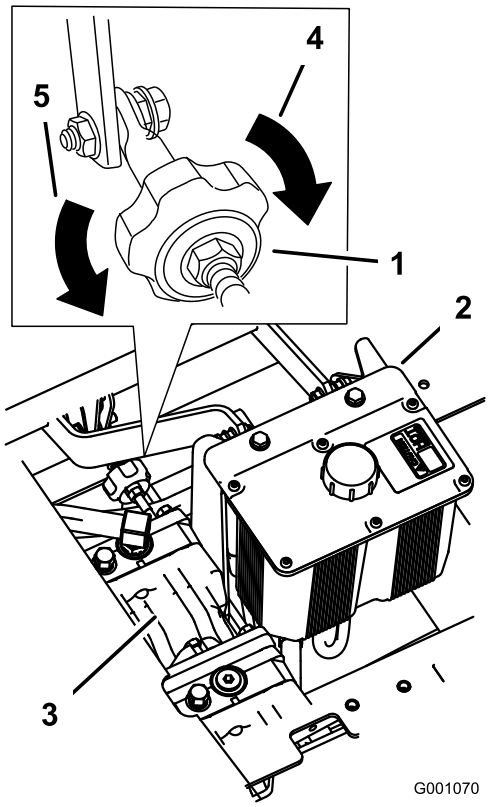

Figur 69
2. Juster lengden på pumpestangen ved å dreie på knotten i korrekt retning inntil hjulet ikke beveger seg eller kryper noe i revers (Figur 69).